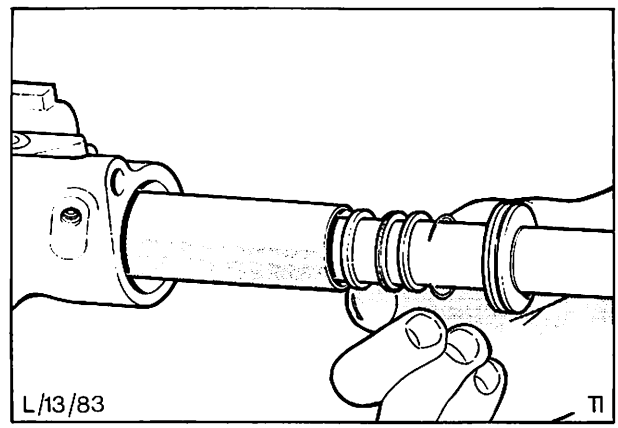

Abb. 35 Dichtringe und Stahlringe in das Innenrohr einsetzen
24. Die auf der Zahnstange befindlichen Dichtungen und Stützscheiben in das Innenrohr hineinschieben, Abb. 35, und Sprengring montieren.